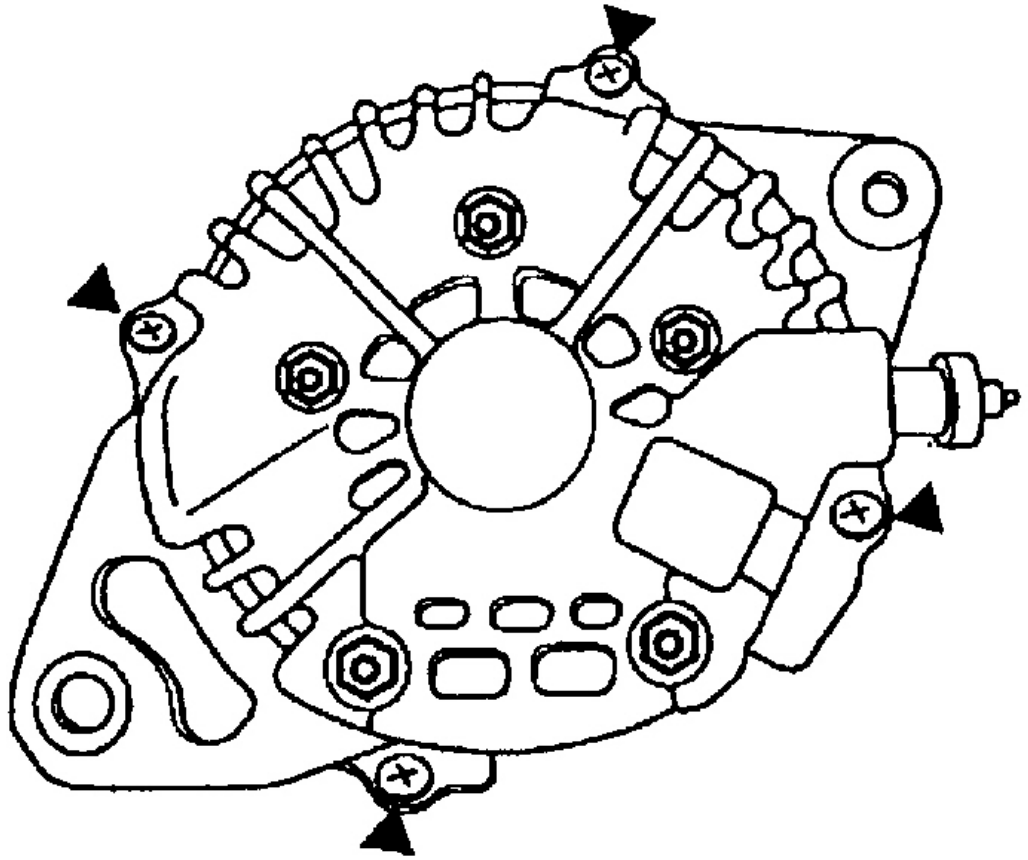

Fig. 7: La eliminación de los tornillos de la carcasa trasera
1. Retire los cuatro tornillos de la tapa de la carcasa trasera. Ver **Fig. 7** .